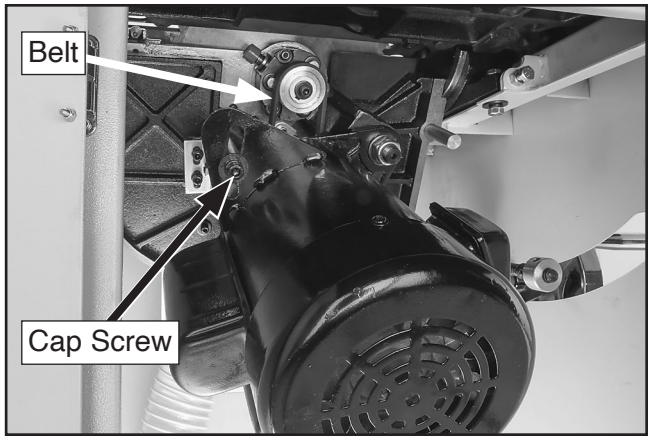

Figure 133. Location of cap screw for adjusting belt tension.
3. Loosen cap screw on motor shown in **Figure 133**, and pivot motor up and down to make sure that it is movable.
3. Loosen cap screw that secures motor (see **Figure 133**) and lift motor fully to remove tension on belt. Tighten cap screw to hold motor in this position, then roll belt off of the arbor and motor pulleys.